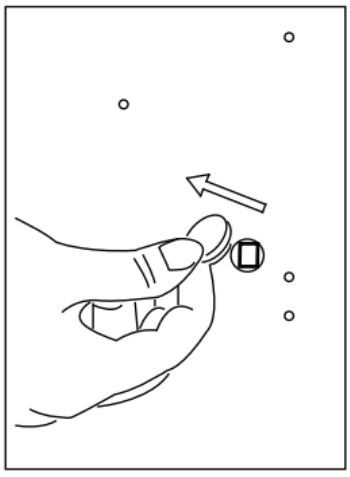

图 1
1、按图 1 所示，将监视器产品后壳上电池扣板电源插座上的橡胶塞拿下；